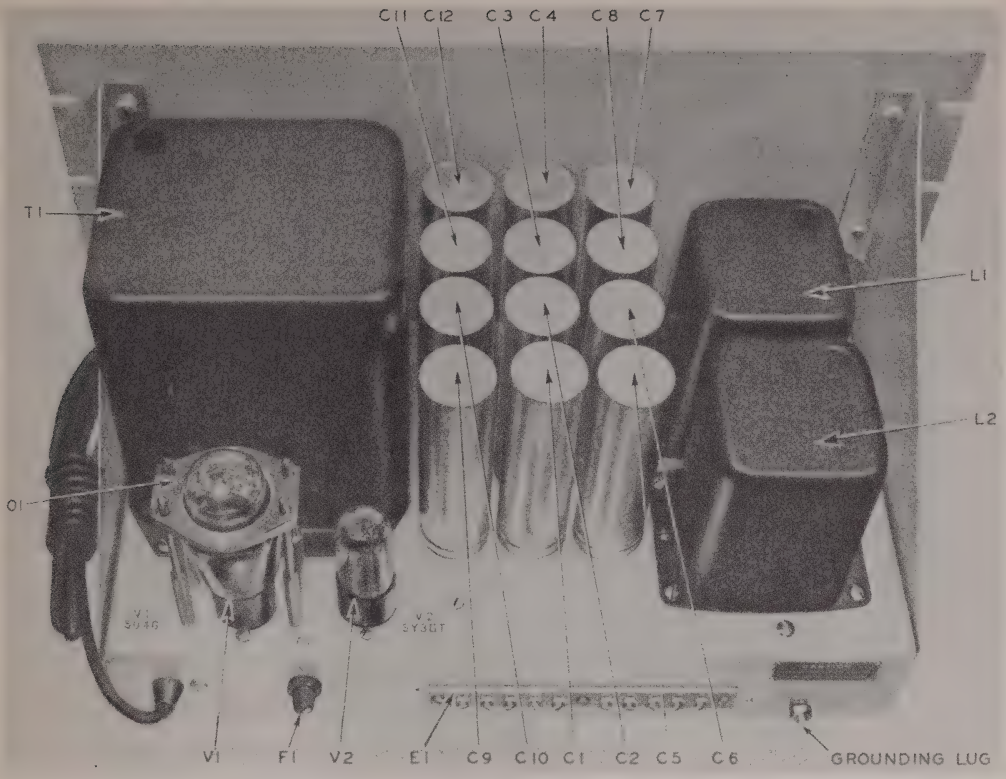

Figure 8. Power Supply Unit RA–74–D, top rear view.
c. Power Supply Unit RA–74–D (figs. 8 and 9). The chassis attached to the front panel mounts all components of the power supply. Power input and output connections are made to the terminals on the rear of the chassis.